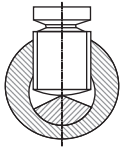
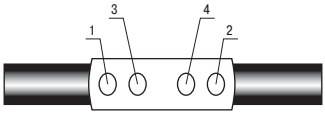

Рисунок 10
Рисунок 11
4.23 При использовании гильз со срывными болтами ввести конец жилы в полость гильзы таким образом, чтобы вершина сектора сечения жилы совпадала с осями сжимных болтов (рисунок 10), затем плавно, без рывков, затянуть болты до срыва головок, начиная с крайних (рисунок 11), придерживая гильзу трубным ключом или специальным приспособлением. Выступы болтов спилить напильником до уровня поверхности гильзы, опилки тщательно удалить.